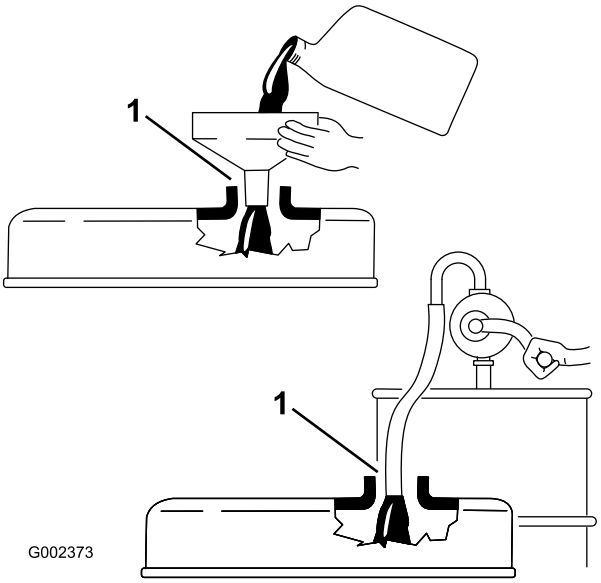

**Figur 27**
**Viktig: Pass på at du tar ut peilestaven når du fyller olje på maskinen. Når du fyller på motorolje, *må det være* en klaring mellom oljepåfyllingsinnretningen og hullet i ventildekslet som vist på Figur 27. Denne klaringen er nødvendig for å sikre ventilasjon under**